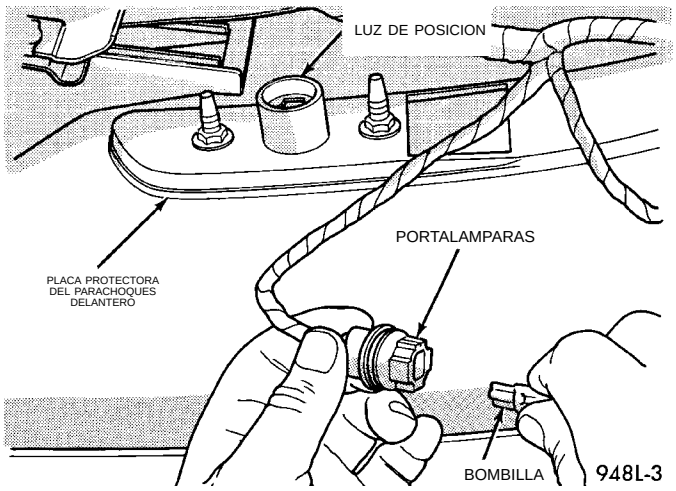

Fig. 4 Luz de posición delantera
(1) Llegue por atrás de la placa protectora del parachoques delantero hacia adelante de la rueda delantera.
(2) Retire el portalámparas de la luz de posición delantera.
(3) Extraiga la bombilla del portalámparas (Fig. 4).